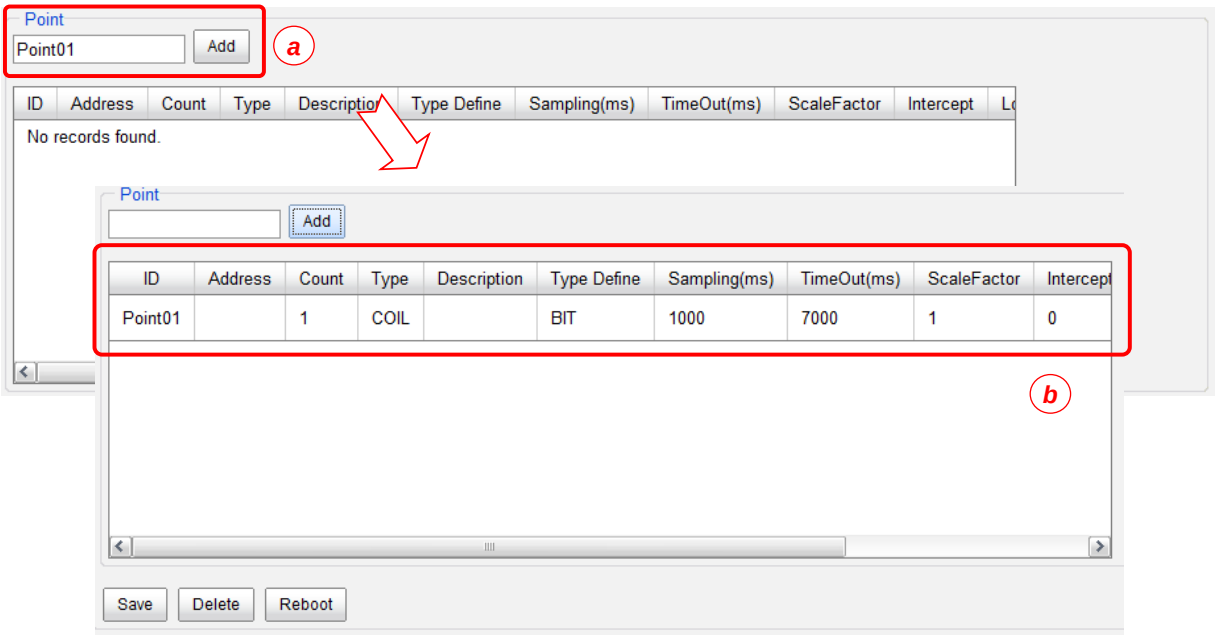

Figure 13. Point management
a. As shown in Figure 13, input a point name and click Add button to add a new point.
Figure 13 shows the BACnet basic information, consisting of Protocol, Communication and Device Object properties settings.